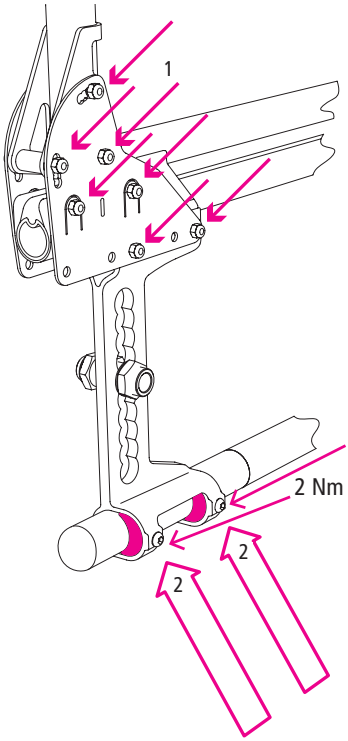

fig. 50
1. Per modificare l'inclinazione della ruota allentare le viti (1, 2, fig. 50) della piastra di congiunzione con il tubo dello schienale.
3. Una volta posizionate correttamente le 4 piastre, reinserire e stringere tutte le viti (1, fig. 50). Ora stringere anche le viti bloccanti inferiori (2, fig. 50).